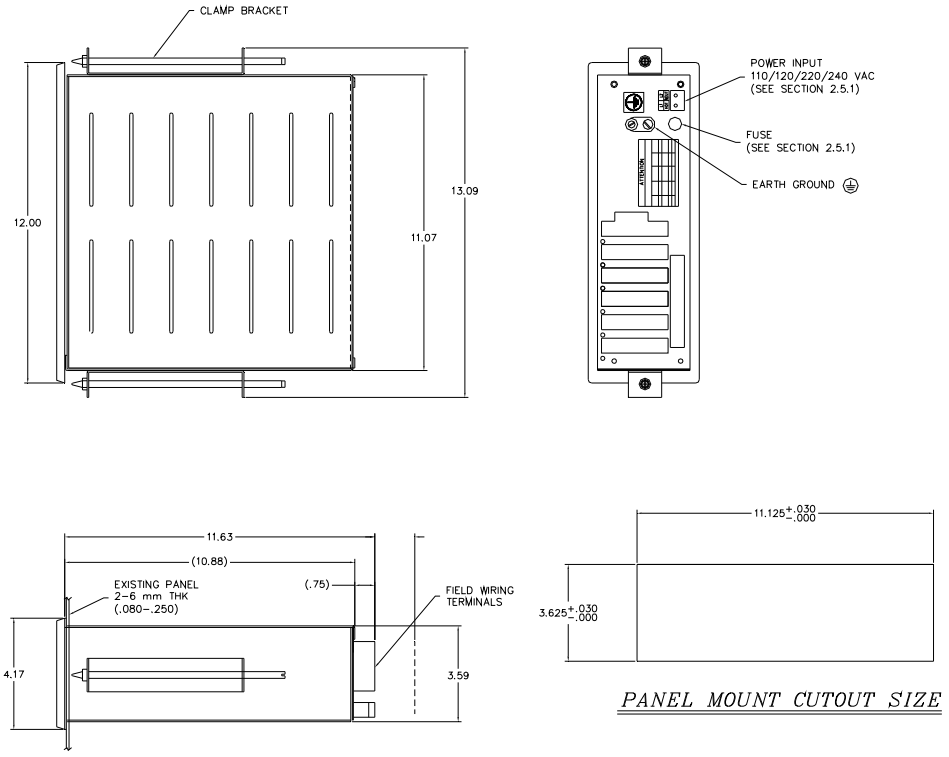

Figure 2-4. Electrical and Mounting Guidelines MT 2000 Model 2104 (Panel Mount) Feeder Controller
Provide a cutout in the panel and insert the feeder controller after removing the holding brackets (see Figures 2-4 and 2-5). From the back, insert the holding brackets on both sides of the feeder controller. Tighten the holding brackets to support the feeder controller and form the dust seal.
1. See Figure 2-4 for panel cutout and outline and mounting dimensions.